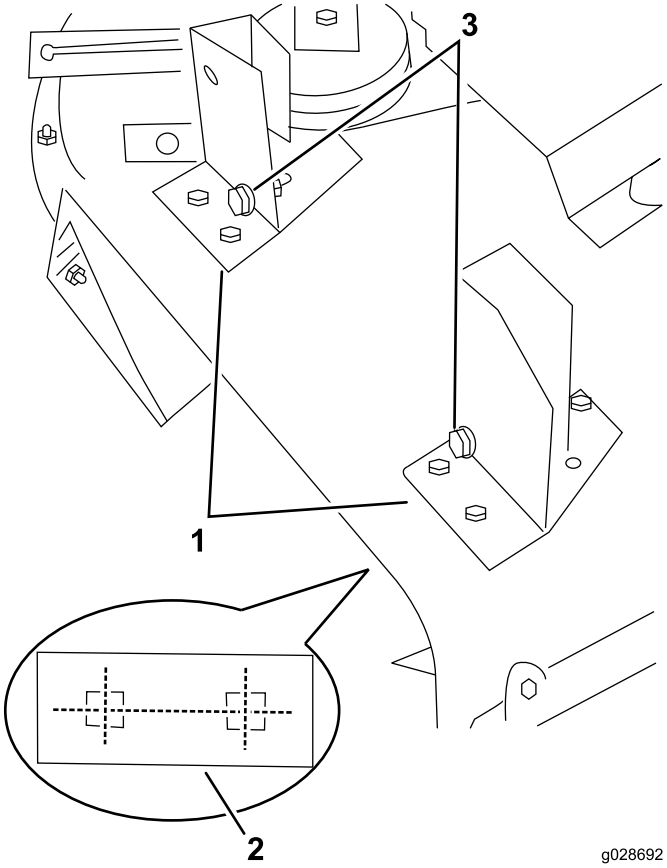

Figuur 11
1. Plaats de blazer en de montagebeugels op het maaidek. Lijn daarbij de montagegaten uit met de gaten die eerder dienden om de grasgeleider te bevestigen (Figuur 11).
2. Zorg ervoor dat er geen gat is tussen de blazer en het maaidek, en bevestig de beugels aan het maaidek met een beugelplaat (Figuur 11), 2 slotbouten (5/16–18 x 3/4 inch) en 2 borgmoeren.
9. Schuif de blazer op de uitlijnbouten van de montagebeugel (Figuur 11) terwijl u de riem rond de blazerpoelie legt.